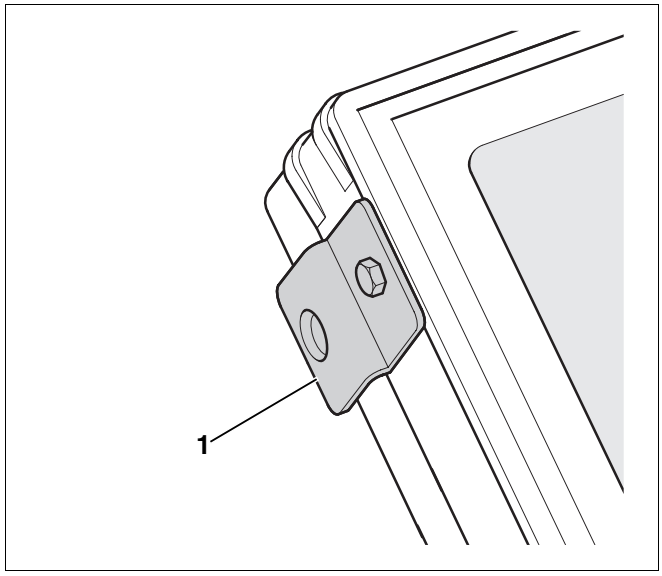

Afb. 54 Transportbeveiliging
- Laat de overige transportbeveiligingen (afb. 54, **pos. 1**) aan de linker collectorzijde nog op de collector!